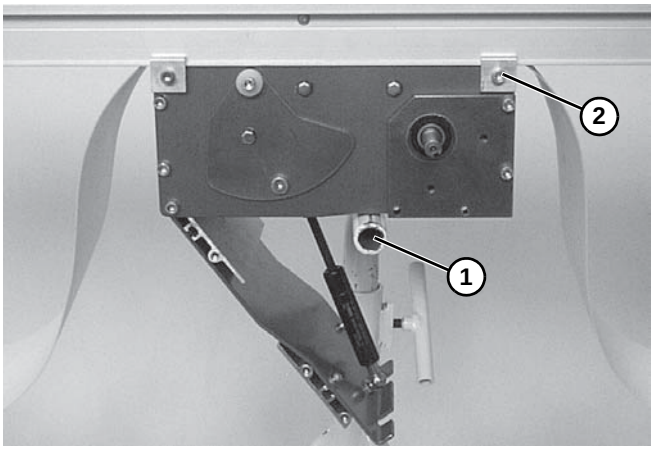

Figure 26
1. Place temporary support **(Figure 26, item 1)** underneath the drive module.
2. Loosen clamp screws **(Figure 26, item 2)** on each corner of the module. Remove the module.
5. Install the drive module onto the conveyor and attach clamps **(Figure 26, item 2)** in each corner. Tighten screws to 80 in-lb (9 Nm).